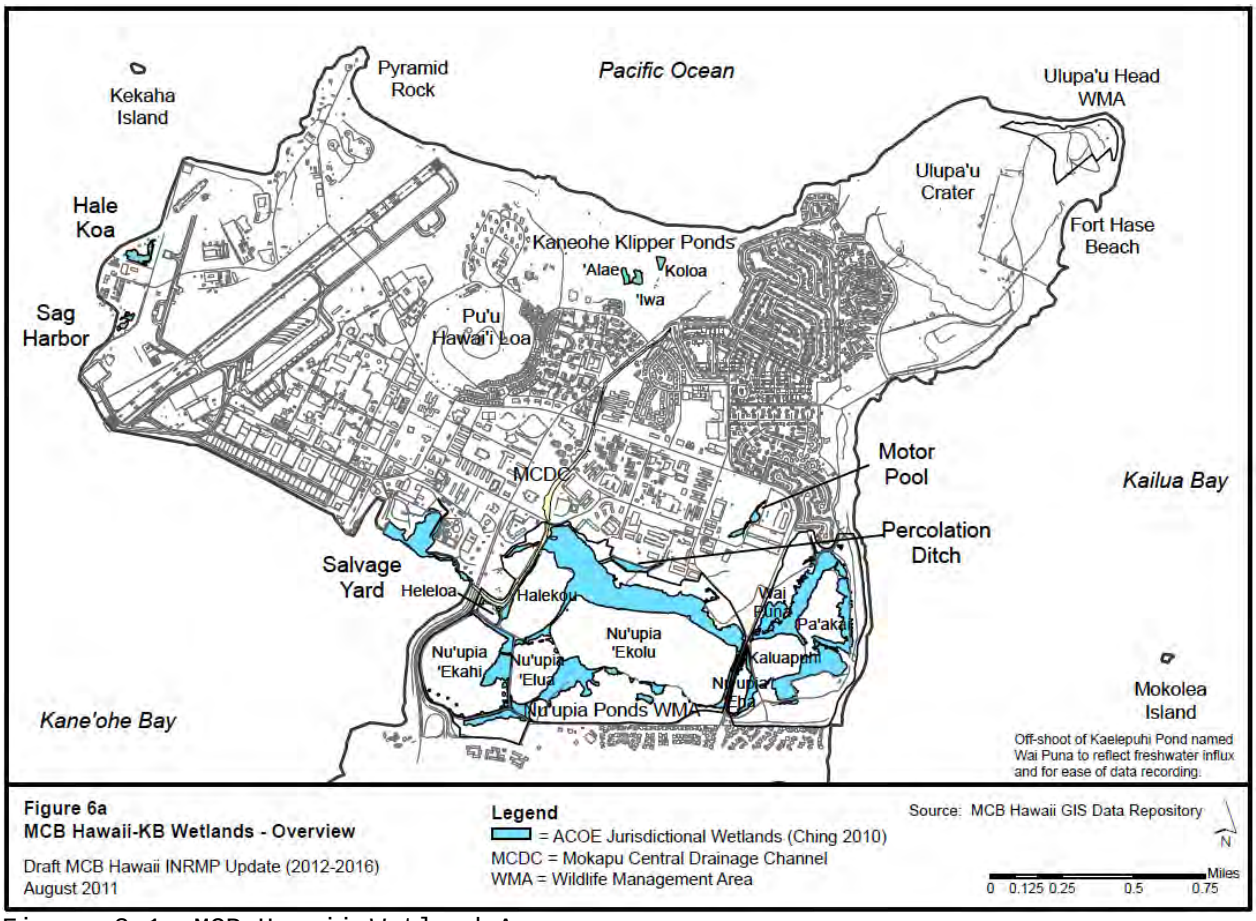
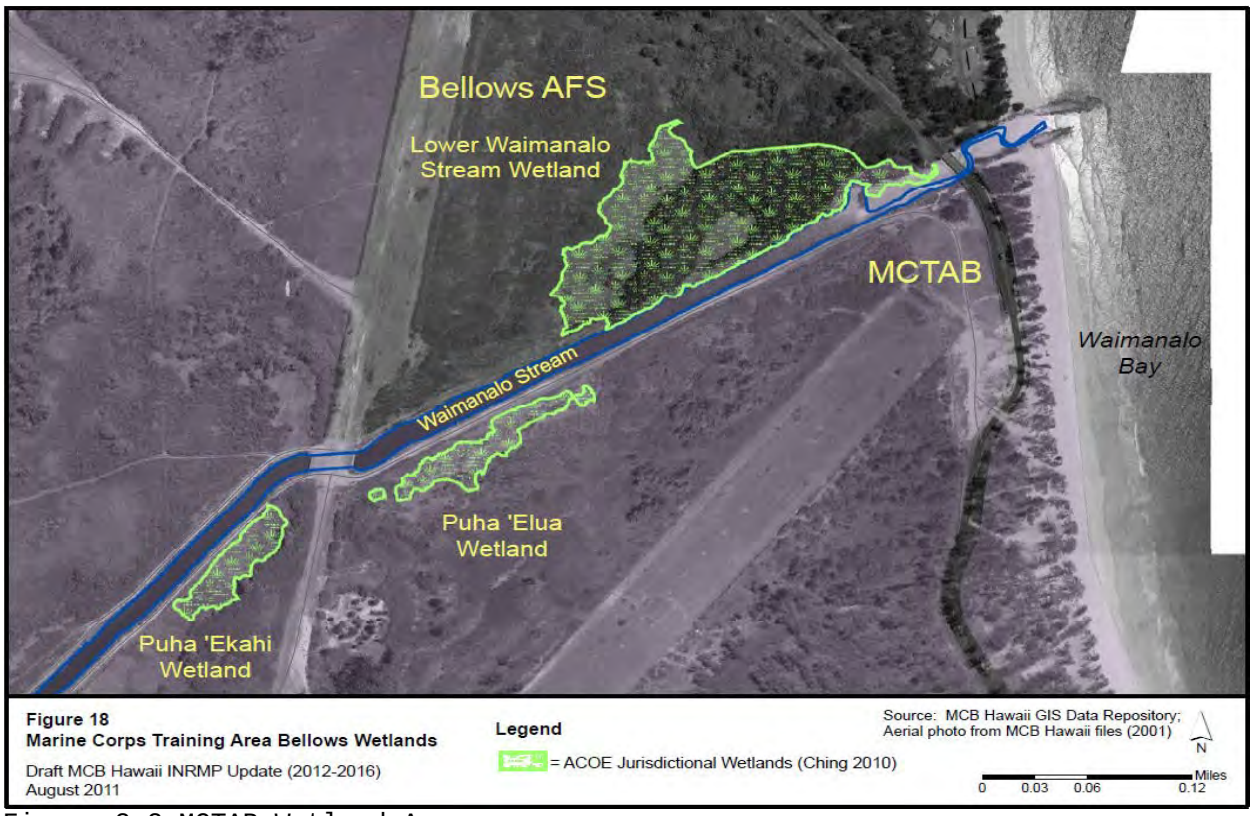

Figure 2-1 MCB Hawaii Wetland Areas
Figure 2-2 MCTAB Wetland Area
2. Figure 2-1 shows an overview of the wetlands at MCB Hawaii. Figure 2-2 displays the sensitive wetland areas at MCTAB.
b. Areas of historical significance (see Figures 2-1 and 2-2).